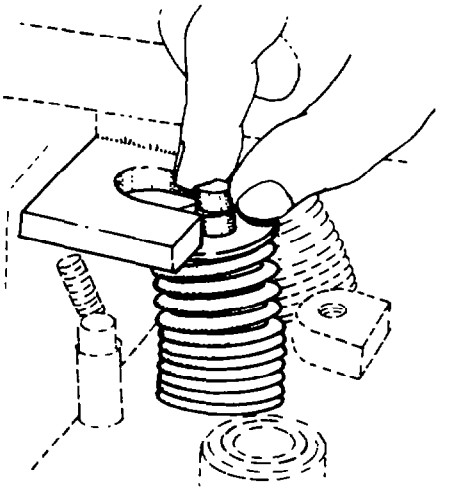

Fig. 3 — Removing Valve Spring Collets
b. Compress the valve spring and remove the collets, valve rotators and valve springs (see fig. 3).